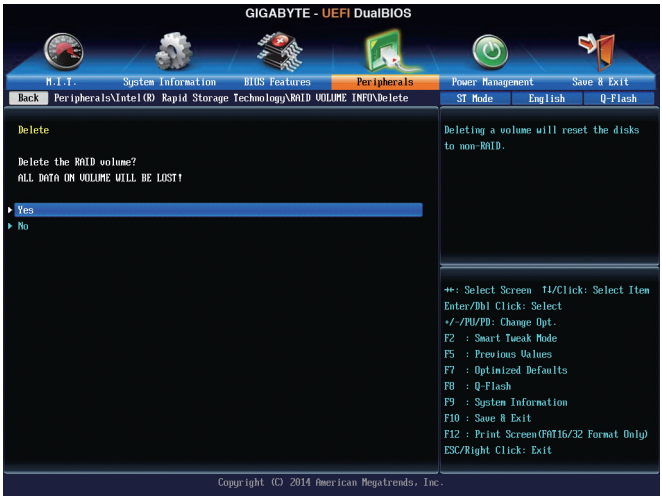

図 8
RAID アレイを削除するには、**Intel(R) Rapid Storage Technology** 画面において削除するボリューム上で <Enter> を押します。**RAID VOLUME INFO** 画面に入ったら、**Delete** で <Enter> を押して Delete 画面に入ります。**Yes** で <Enter> を押します (図 8)。